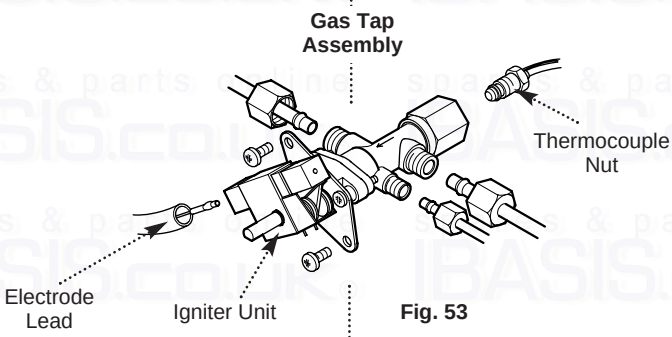

Fig. 53
3. Undo the thermocouple nut from the base of the gas tap, and disconnect the three gas pipes from the tap body (Fig. 53).
4. Disconnect the electrode lead from the igniter unit (Fig. 53).
5. Undo the two screws holding the gas tap to its' bracket. Remove the tap, slackening the gas pipes at their other connections if necessary (Fig. 53).